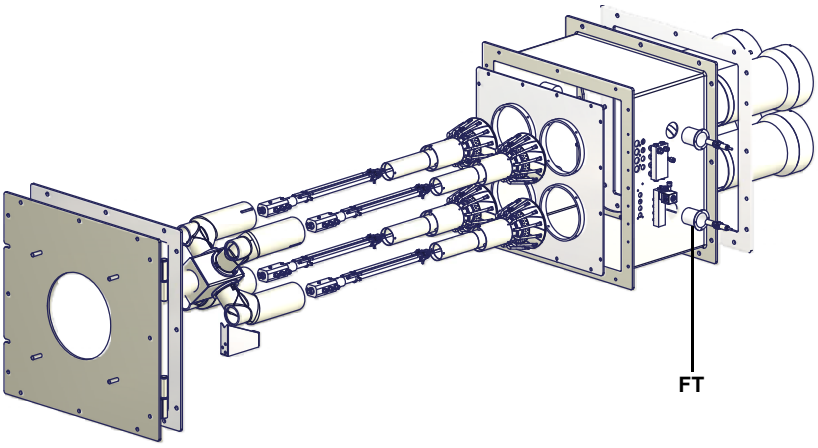

Рис. 25
- Почистить и проверить патрон дизельного фильтра, в случае необходимости заменить его (см. Рис. 25);
- Демонтируйте, проверьте и очистите головку сгорания (см. Рис. 25.